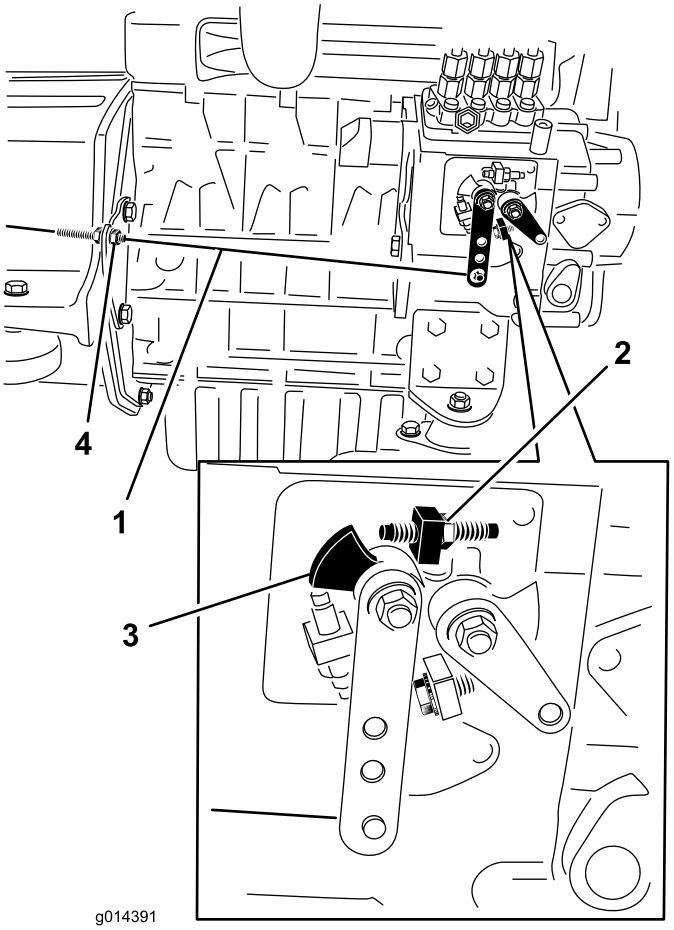

Figur 35
2. Kontroller positionen af hastighedskontrolhåndtaget på brændstofindsprøjtningspumpen. Hastighedskontrol-håndtaget skal berøre skruen til høj tomgangshastighed, når gashåndtaget er i (stop)positionen HURTIG (Figur 35).
3. Om nødvendigt kan positionen af gaskablets kontramøtrikker justeres, så hastighedskontrolhåndtaget berører skruen til høj tomgangshastighed, når gashåndtaget er i (stop)positionen HURTIG (Figur 35). **Juster ikke skruen til høj tomgangshastighed på hastighedskontrolhåndtaget.**